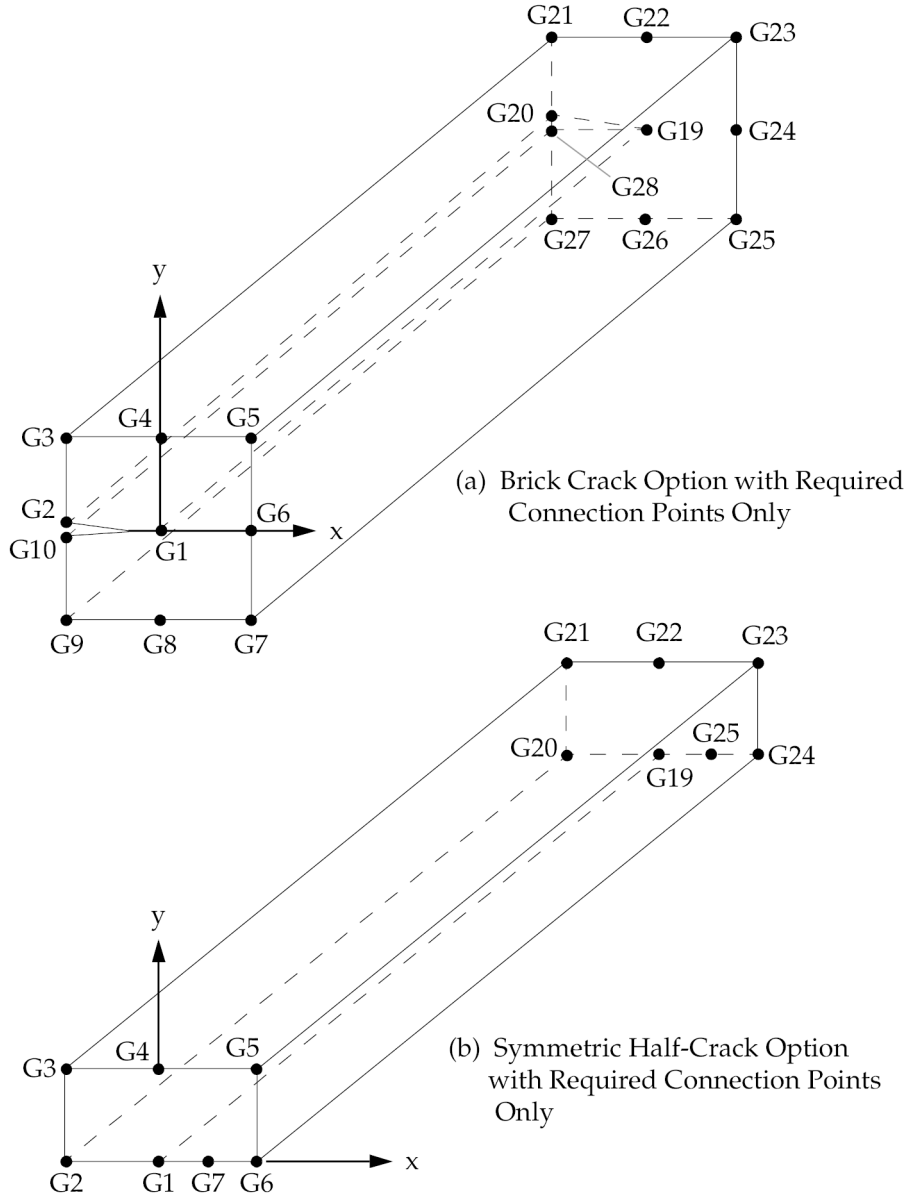
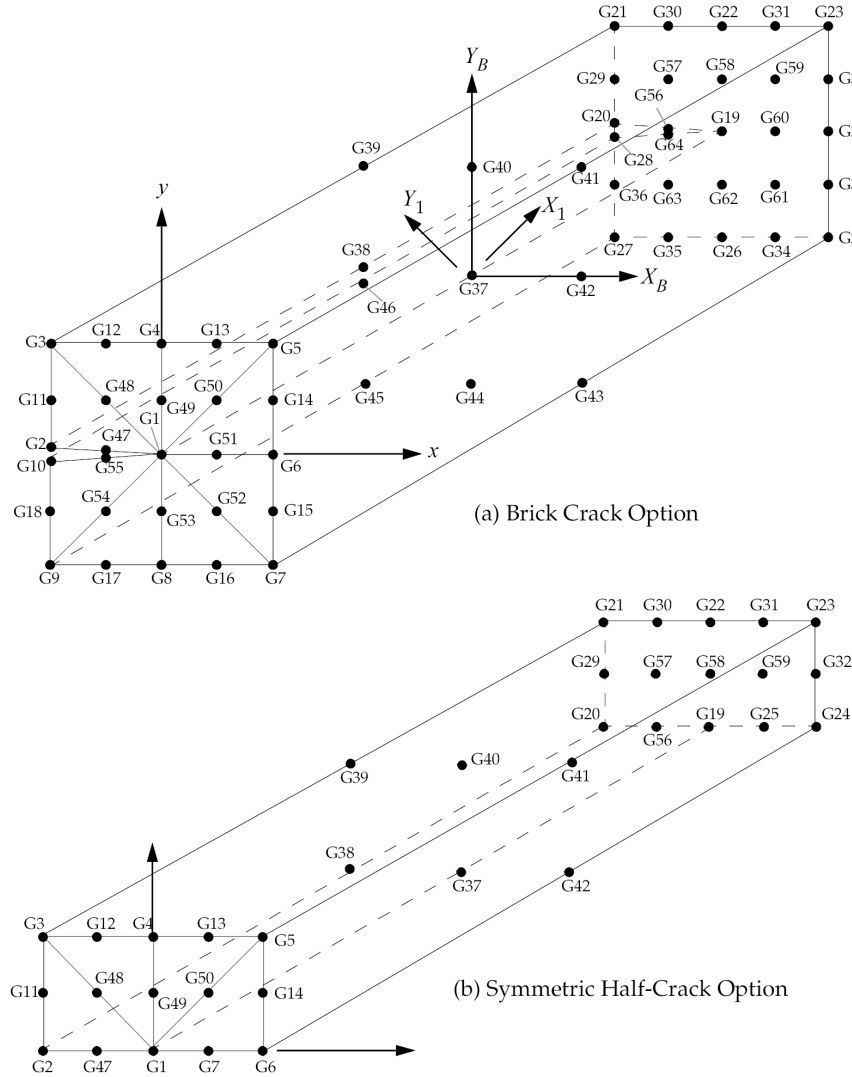

Figure 12-42. CRAC3D Solid Crack Tip Element with Required Connection Points Only
Figure 12-43. CRAC2D Solid Crack Tip Element with All Connection Points
3. This element, including grid point numbering conventions, is shown in Figure 12-42 and Figure 12-43. grid points G1 through G10, and G19 through G28 are required; midside and surface grid points G11 through G18, G29 through G36, and G37 through G64 are optional. Either all or none of grid points G37 through G46 should be present. A fatal error message will be issued for partial connectivity.